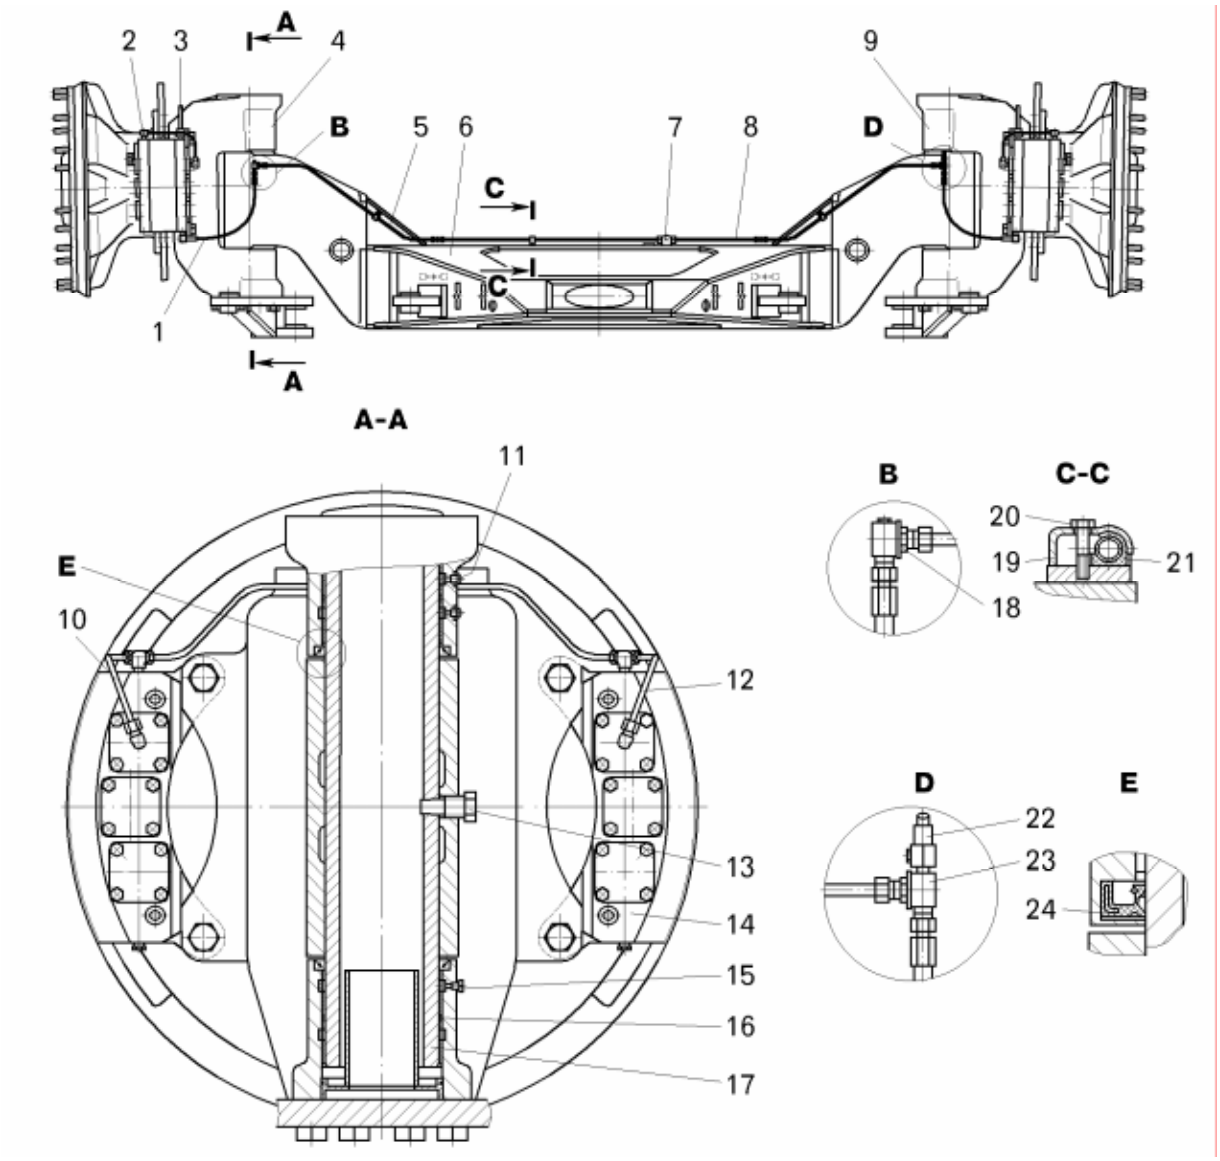
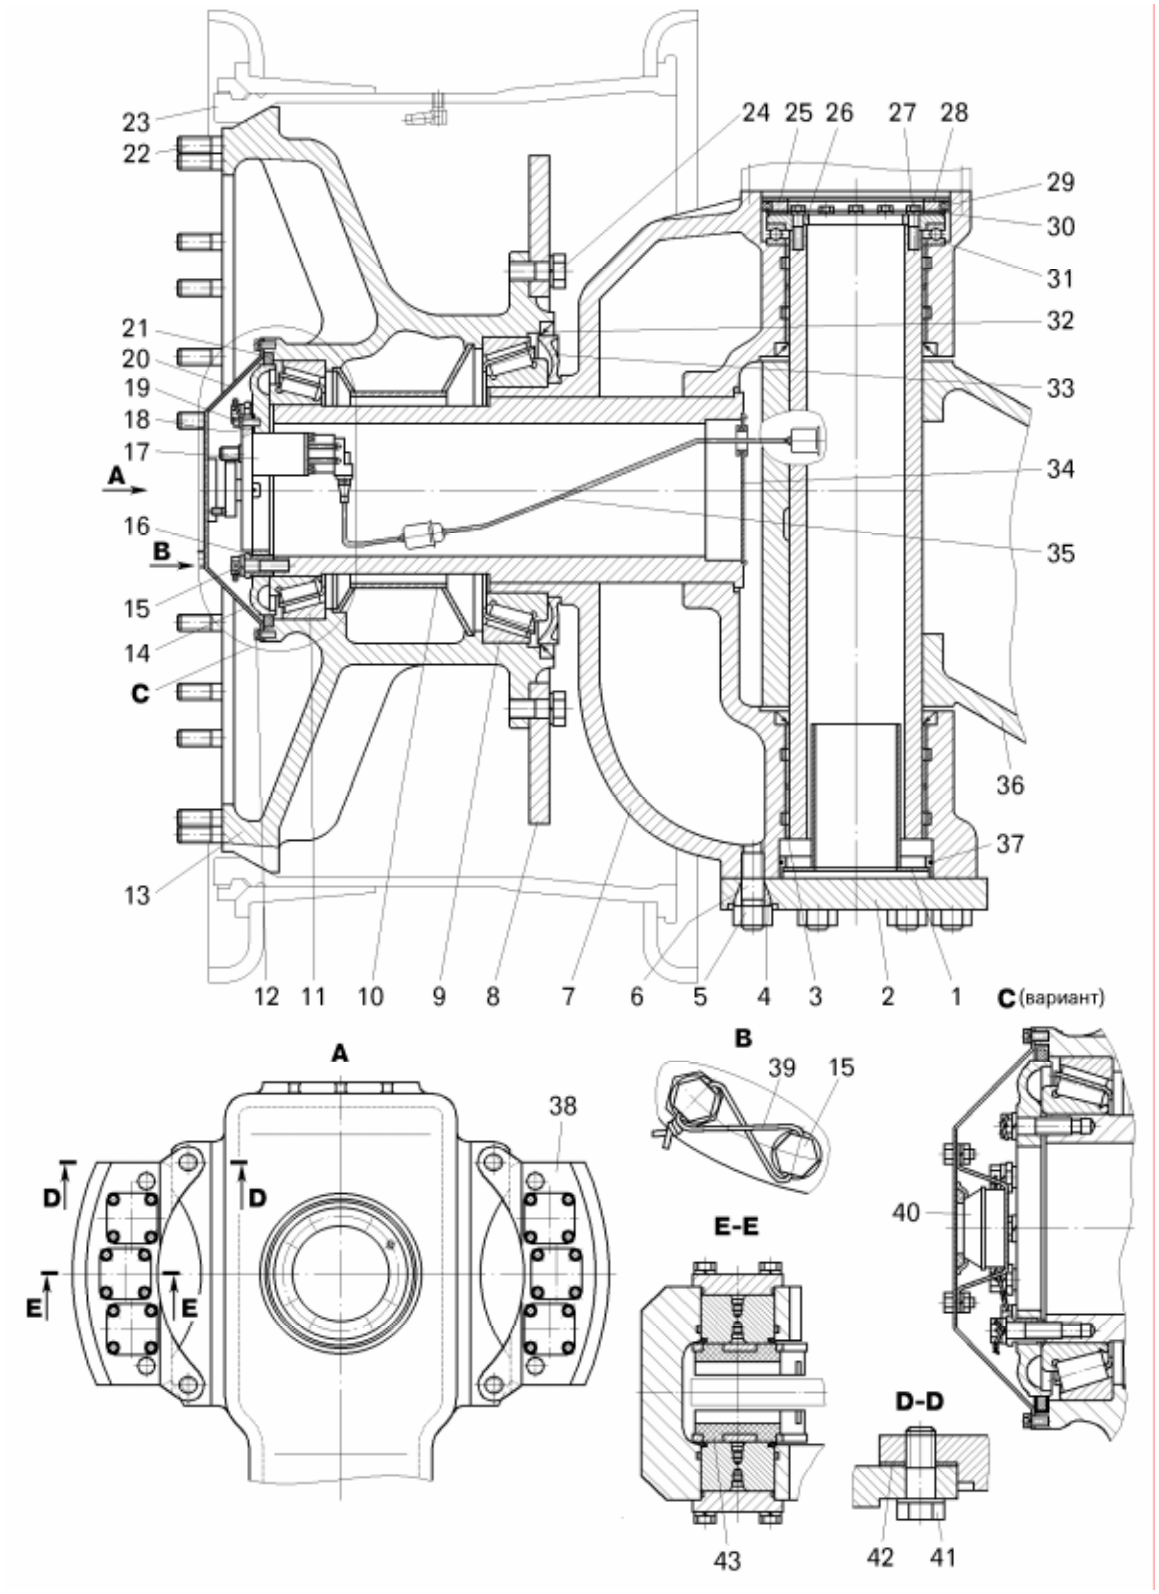

Рисунок 8.2.1 – Передняя ось:
Рисунок 8.2.2 – Кулак поворотный со ступицей, тормозом и механизмом поворота:
Передняя ось – управляемая, неведущая. Состоит из балки 6 (рисунок 8.2.1), правого 4 и левого колес 9 с тормозами и поворотным механизмом, соединенных между собой с помощью цилиндрических шкворней 17.
Поворотный кулак 7 (рисунок 8.2.2) соединен с балкой 36 шкворнем 17 (смотри рисунок 8.2.1.), который закреплен в наконечнике балки неподвижно с помощью стопора шкворня 13. Поворотный кулак поворачивается на шкворне в четырех биметаллических втулках 16, установленных в верхнюю и нижнюю проушины кулака. Втулки смазываются через пресс-масленки 15 и уплотняются манжетами 24.
Упорный подшипник 31 (смотри рисунок 8.2.2), установленный в верхней проушине поворотного кулака 7, закреплен крышкой 26 болтами 27. Три антифрикционных вкладыша 30, установленных на крышке 26 выполняют роль подшипника скольжения. От проворачивания вкладыши удерживаются упорными усами, входящими в отверстия в поворотном кулаке и крышке.
– отсоединить трубопроводы тормозной системы, необходимые для снятия корпусов 38 тормоза (смотри рисунок 8.2.2);
– отвернуть гайки 5 (смотри рисунок 8.2.2) крепления поворотных рычагов 2 рулевой трапеции к поворотным кулакам;
– завернуть в противоположные резьбовые отверстия шкворня 17 (смотри рисунок 8.2.1) два рым-болта М14 и зачалить шкворень;
При разборке ступицы 13 (смотри рисунок 8.2.2) переднего колеса для выпрессовки наружного кольца наружного подшипника 11 применить приспособление, изображенное на рисунке 8.2.5, для выпрессовки наружного кольца внутреннего подшипника 9 (смотри рисунок 8.2.2) применить съемник, изображенный на рисунке 8.2.6.
При разборке поворотного кулака 7 (смотри рисунок 8.2.2) для выпрессовки внутреннего кольца внутреннего подшипника 9 и внутренней крышки 26 ступицы переднего колеса применить съемник, изображенный на рисунке 8.2.7.
Перед сборкой втулки шкворня 16 (смотри рисунок 8.2.1), шкворень 17, крышку 26 (смотри рисунок 8.2.2) и вкладыши 30 тщательно очистить до полного удаления с их поверхности пыли, грязи и консервирующей смазки и насухо протереть мягкими бумажными или матерчатыми салфетками.
– напрессовать внутреннюю крышку 33 (смотри рисунок 8.2.2) ступицы переднего колеса на цапфу поворотного кулака 7 до упора ее в торец поворотного кулака (щуп 0,05 мм не должен проходить между торцем поворотного кулака и торцем крышки);
– запрессовать сальник 21 (смотри рисунок 8.2.2) в расточку ступицы, предварительно пропитав его маслом МС-20;
– установить в проушины поворотного кулака втулки 16 шкворня (смотри рисунок 8.2.1) и запрессовать манжеты 24;